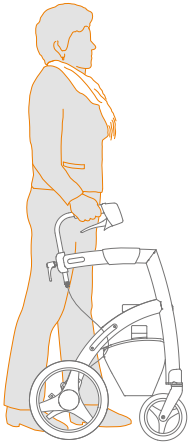

Abbildung 18: Schön aufrecht gehen, immer nah an Ihrem Rollator.
b. Beim Gehen positionieren Sie sich zwischen den Handgriffen und lassen sich bei Bedarf vom Rollz Motion unterstützen. Gehen Sie so nah wie möglich am Rollator, dies bietet Ihnen die meiste Unterstützung. **(Abbildung 18)**.